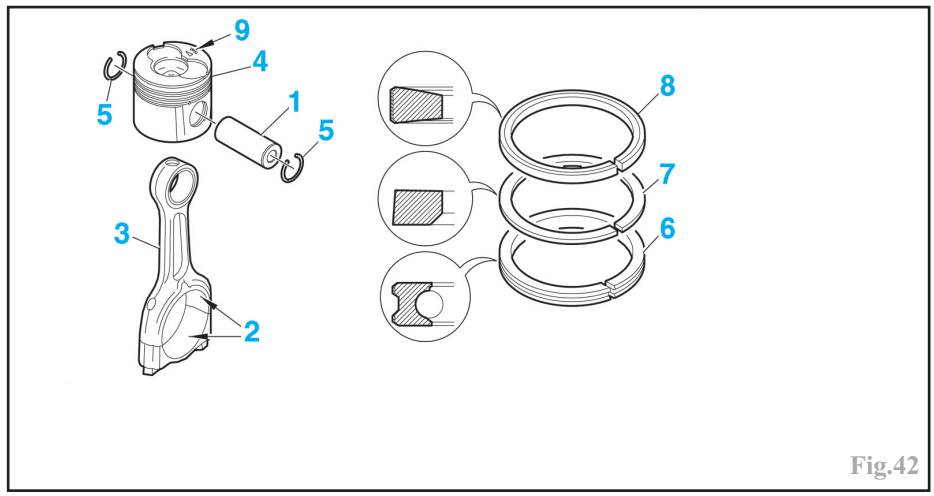

Fig.42
Effectuer l'assemblage de chaque ensemble bielle-piston, en huilant les axes (1) et le demi-coussinet (2) dans la tête de bielle (3). Utiliser des joncs d'arrêt neufs (5) (Fig.42).
pompe haute pression (repère (9) vers la distribution) (Fig.42).